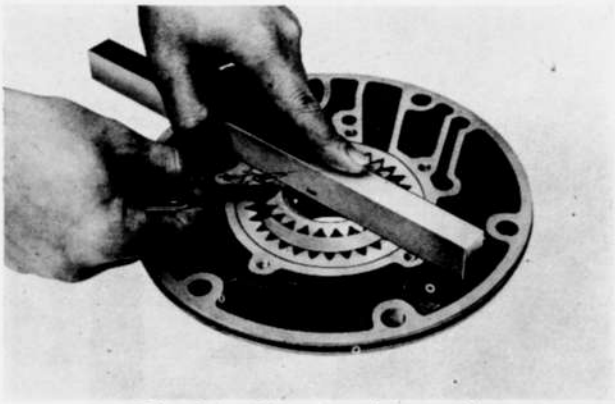

Fig. 2-37 Measuring clearance (1)
4. Check the side play of the inner (or outer) gear by using a straight edge and thickness gauge as in Fig. 2-37. The standard valve is 0.02~0.04 mm (0.001~0.002 in). If the clearance exceeds 0.08 mm (0.003 in), replace the gears with those selected from the three kinds. Make sure that the inner and outer gears are replaced as a set.